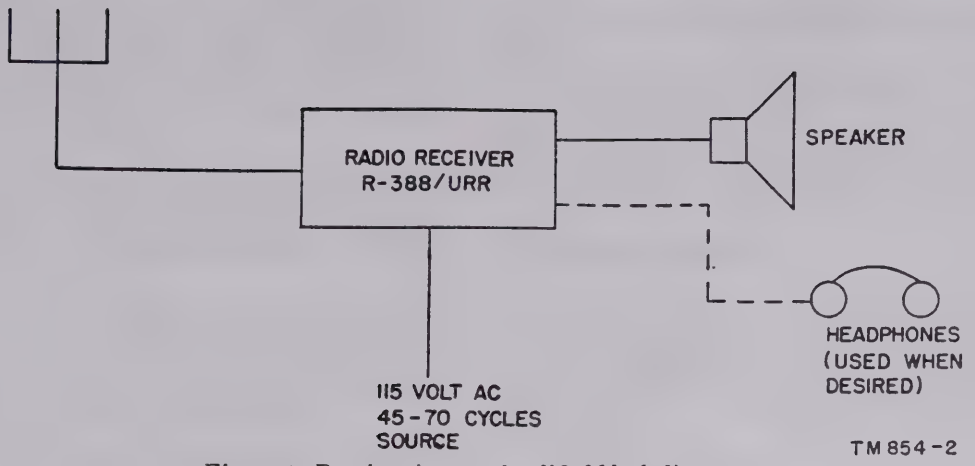

Figure 2. Receiver in use, simplified block diagram.
c. Figure 2 is a simplified block diagram of the receiver in use and shows the minimum additional equipment required for operation.